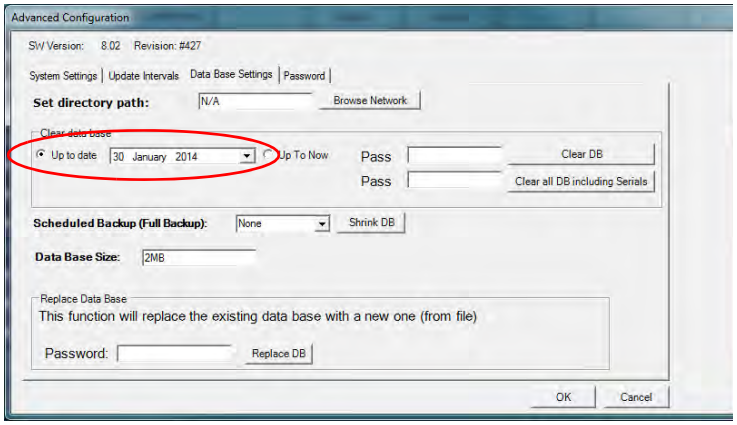

Figure 10-8: TRACS Advanced Configuration Window-Database Settings Tab - Export Database
- On the **TRACS** main screen> **Management** tab> Advanced Configuration> **Database Settings** tab, click **Shrink DB**. The backup of the database is compressed into a smaller file. Refer to **Figure 10-8** on page **120**.